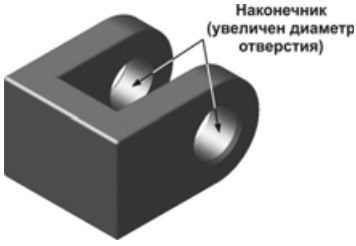

Рис. 6.115
- Измените размер окружности в эскизе с 10 на 15 . После закрытия эскиза система перестроит модель с учетом нового размера отверстия (рис. 6.115).